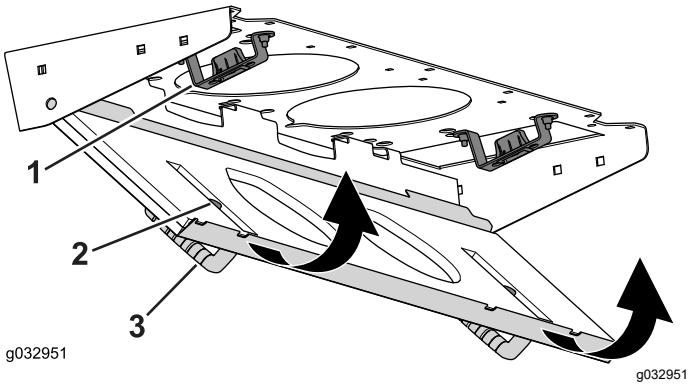

Figuur 88
4. Kantel het filterscherm rond de nokken totdat de vergrendeling aangrijpt in de grendelplaat (Figuur 88).